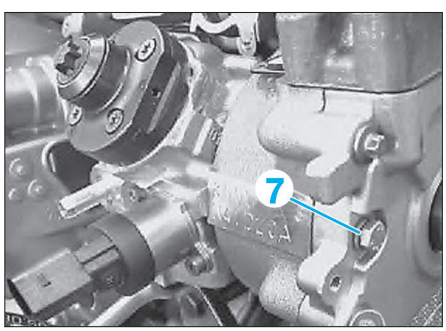

Fig. 61
• Dévisser la vis de fixation (7) sur le côté du carter de chaîne **(Fig.61)**.